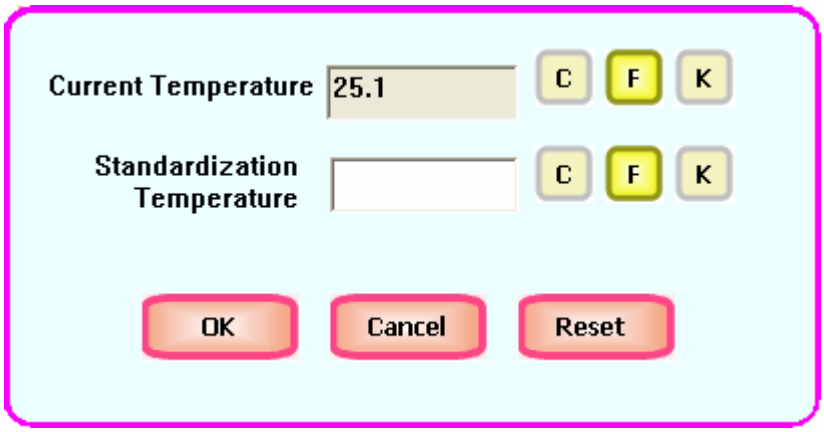

Figure 30 : Standardization Temperature
5. Click **Temperature Standardization** button. A dialog box appears. (Figure 30)